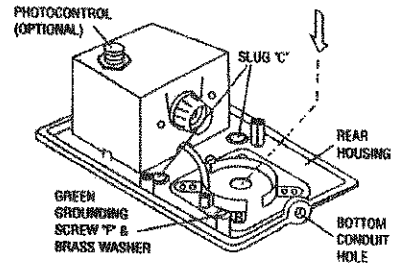

FIG. 3
3. MOUNTING WITH TWO BOLTS (Fig. 3)